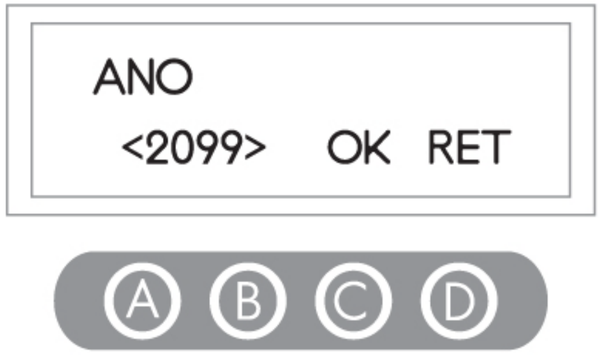

figura 47
2) Pressionando as teclas **A** ou **B**, proceda ao ajuste do ano e, depois, confirme essa opção pressionando a tecla **D**, conforme **figura 47**.